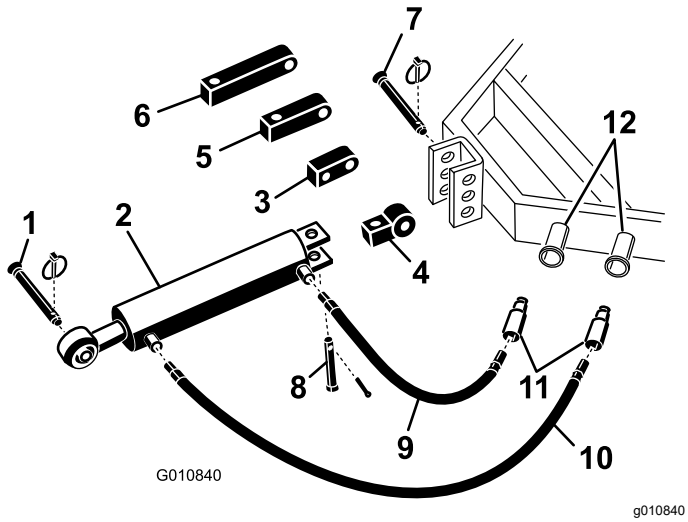

Figura 5
1. Fissate l'estremità della connessione dell'attacco idraulico superiore alla motrice con i perni in dotazione con la motrice stessa (Figura 5).
Nota: Se dovete posizionare il cilindro con i punti di collegamento rivolti verso l'alto, utilizzate la staffa rotante al posto della staffa di montaggio standard (Figura 5). Potete utilizzare un raccordo idraulico a 90° al posto della staffa rotante (i raccordi da 90° non sono inclusi).
A. Rimuovete la coppiglia e il perno che fissano l'innesto di collegamento standard al cilindro (Figura 5). Staccate l'innesto di collegamento dal cilindro.
B. Installate la sfatta rotante sul cilindro usando il perno rimosso in precedenza (Figura 5).
2. Collegate il flessibile idraulico lungo da 106 cm alla porta dell'attacco idraulico superiore più vicina all'arieggiatore (Figura 5). Per prevenire eventuali perdite applicate sulla filettatura del flessibile un nastro o un composto sigillante per filetti.
3. Collegate il flessibile idraulico corto da 76 cm alla porta dell'attacco idraulico superiore più vicina alla motrice (Figura 5). Per prevenire eventuali perdite applicate sulla filettatura del flessibile un nastro o un composto sigillante per filetti.
Se il cilindro idraulico non arriva alla staffa di montaggio dell'arieggiatore, per collegare il cilindro alla motrice usate un innesto di prolunga al posto dell'innesto di montaggio standard (Figura 5).
B. Installate l'innesto di prolunga della lunghezza desiderata sul cilindro usando i perni rimossi in precedenza (Figura 5).